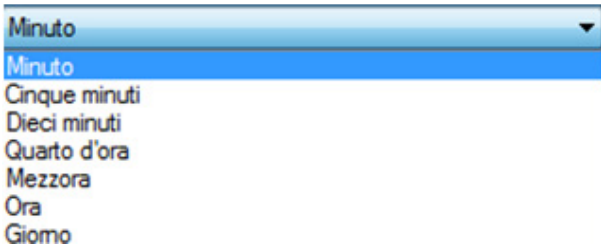

Fig. 8.84. Frequenza di storicizzazione
- Frequenza di storicizzazione: Imposta la frequenza con cui vengono salvati i campioni nel file storico. Va scelta tra le opzioni mostrate nella Fig.8.84: